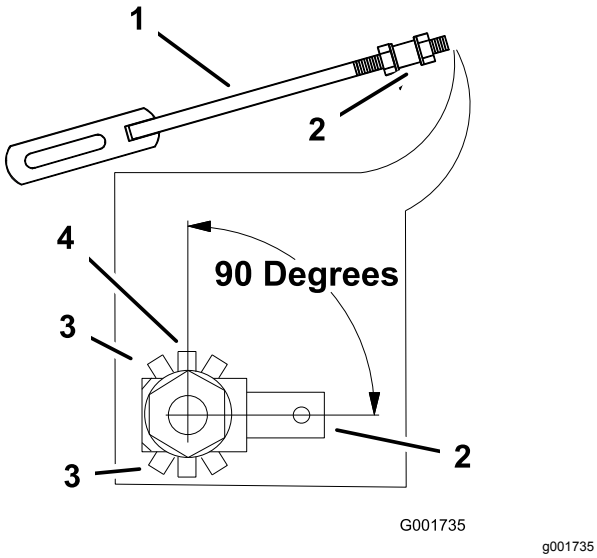

**Figur 35**
**Obs:** Kontrollera att den plana delen av länken står vinkelrätt mot sprintdelen av svängtappen (Figur 35).